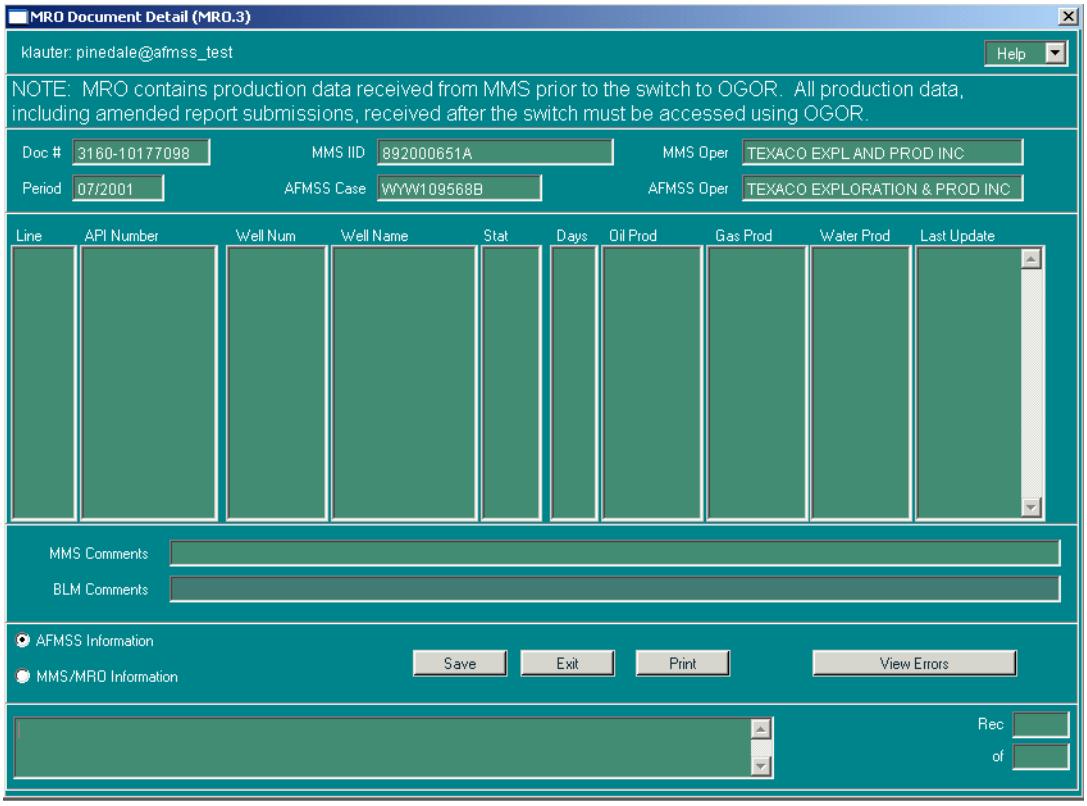

Figure 6-4: MRO Document Detail (MRO.3) Window
2. Click the **View Detail** or **View Document Detail** button to see the production breakdown by well. This launches the *MRO Document Detail (MRO.3)* window (Figure 6-4).